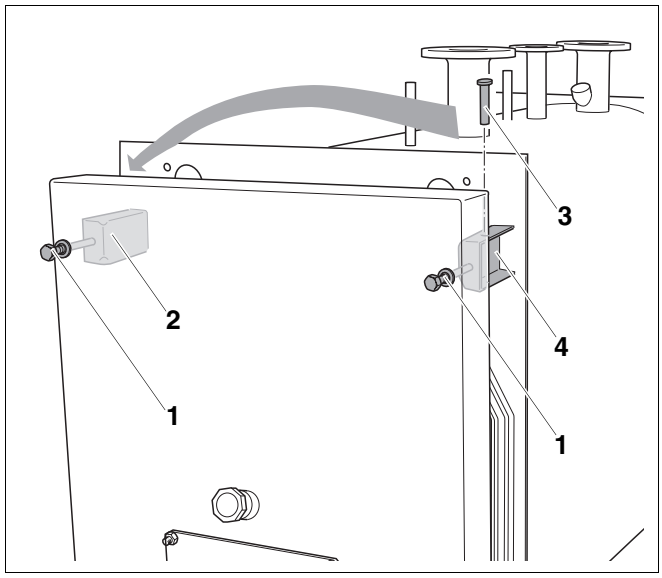

Rys. 11 Zamiana górnych zawiasów
- Wykręcić śrubę z łbem sześciokątnym M12 (rys. 11, **poz. 1**) przy górnym, prawym zawiasie (rys. 11, **poz. 4**) na tyle, aby sworzeń zawiasu (rys. 11, **poz. 3**) poruszał się swobodnie.
- Wyjąć sworzeń zawiasu (rys. 11, **poz. 3**) z górnego, prawego zawiasu (rys. 11, **poz. 4**).
- Przełożyć sworzeń zawiasu (rys. 11, **poz. 3**) przez górny, lewy zawias (rys. 11, **poz. 2**).
- Poluzować śrubę z łbem sześciokątnym M12 (rys. 11, **poz. 1**) na tyle, aby można było wsunąć sworzeń zawiasu (rys. 11, **poz. 3**).